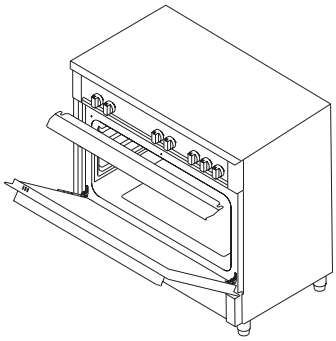

Figura 27
3. Coloque el panel de seguridad debajo del panel de mandos abriendo la tapa frontal del horno de cristal. (figura 27)